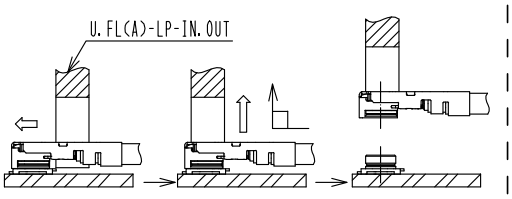

fig.2
(2)Connector shall be extracted by specialised extraction JIG. Part No.:U.FL(A)-LP-IN.OUT(CL331-2401-0) (fig.2)